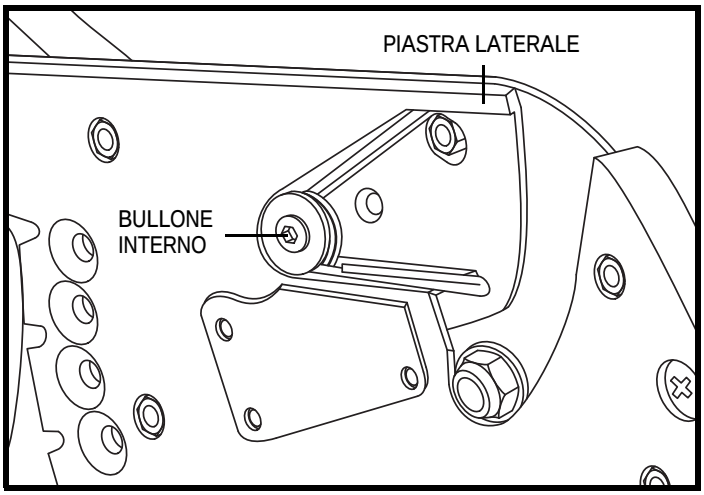

Figura 37. Molla per la forza d'estensione situata sulla piastra laterale della base del sedile (Kids FAST)
4. Con due chiavi (esagonali) da 1/8 pollici tenere il bullone del blocco perno all'esterno della base del sedile e avvitare il bullone interno in senso antiorario. Rimuovere il bullone e la rondella. **Vedere figura 37 e 38.**